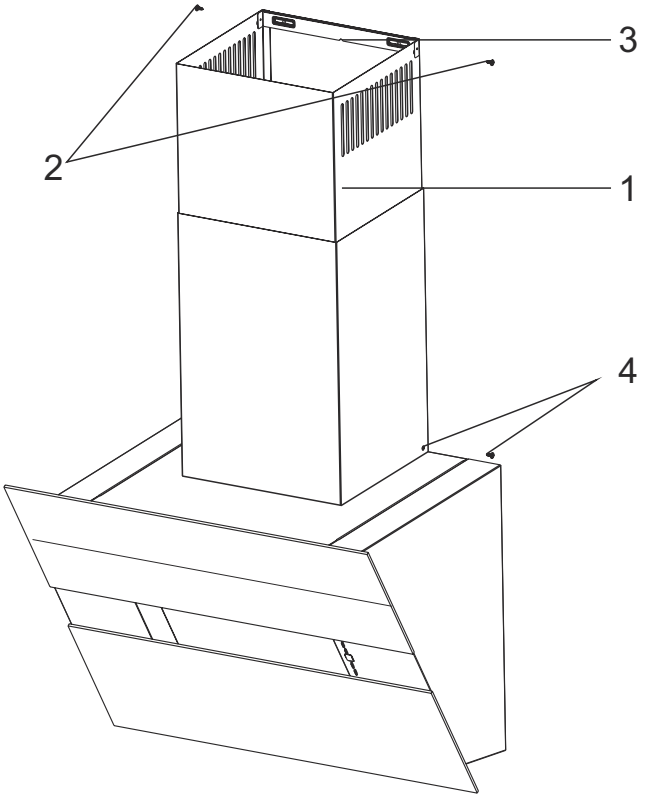

Fig. 9
Indvendig og udvendig skorsten sættes ind i hinanden (Fig. 9).
- Træk nu den indvendige skorsten op mod loftet. Fastgør denne med 2 skruer på siderne i toppen (2)(Fig. 9).
- Skru også den udvendige skorsten fast på siderne i bunden(4) (Fig. 9).